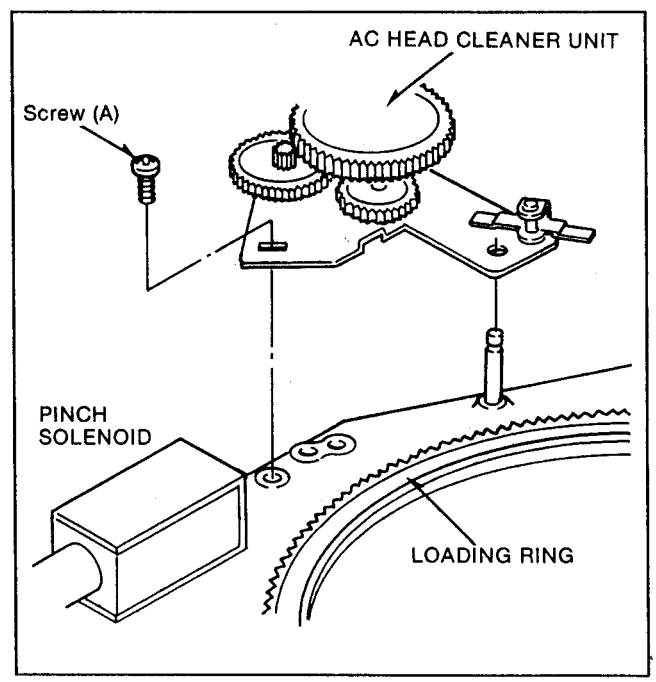

Fig. 6-34-2
1. Insert the AC HEAD CLANER unit in the Mechanical chassis as shown in Figure 6-34-2.